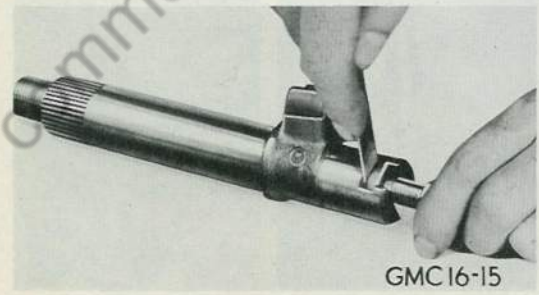

Fig. 18 Checking Lash Adjuster Clearance
6. Place shim (31B) on lash adjusting screw (31A) and insert screw head and shim into slot in end of sector shaft (31). Check clearance between screw head and shaft, Fig. 18. If over .002", use thicker shim to reduce clearance. See "Specifications," paragraph 15, for shim sizes.